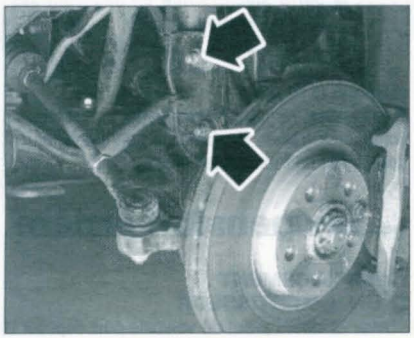

FIGURE 6-2
• Déposer les fixations inférieures d'amortisseur **(figure 6-2)**.